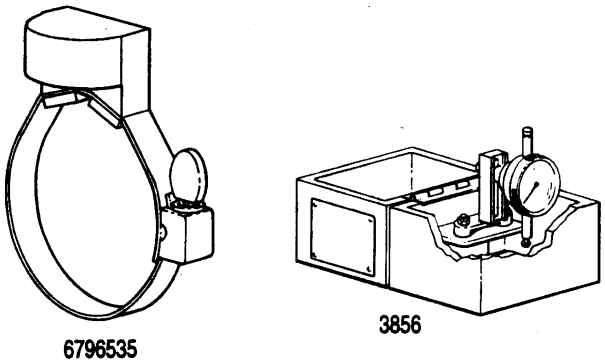

Figure 17. 3856 Axial Clearance Gage and 6796535 Gage Adapter
b. Install 3856 axial clearance gage and 6796535 gage adapter (See figure 17). (QA)
c. Position dial indicator so that a reading of approximately 0.400 in. travel can be read. “Zero” the indicator. (See figure 17.) (QA)
d. Move rotor to maximum forward position, with turbine rotor axial movement positioning wrench. (QA)
e. Record this measurement for final assembly use. The rotor axial total travel must not be less than 0.230 in. minimum. (QA)
f. If total travel is less than required amount, recheck assembly for misaligned or warped vane assemblies. (QA)
(1) Place all vane assemblies in position in front vane casing and turbine inlet casing and secure all vane assemblies in place. (QA)
(2) Determine if the inner rims of vane stages are in same plane by means of a straight edge and depth gage. (QA)